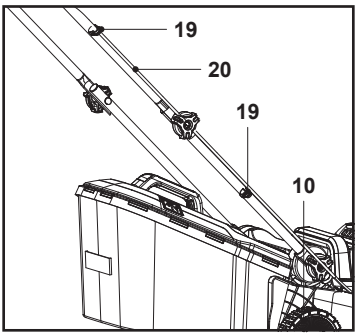

**Fig. 4**
6. Fije el cable de control (20) con los dos sujetacables (19) (Fig. 4).